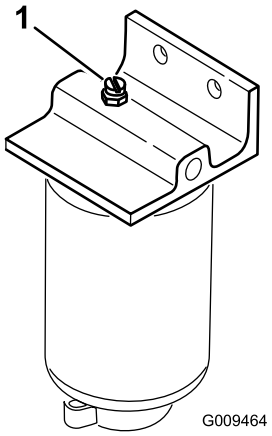

Figuur 41
3. Open de ontluchtingsplug op het brandstoffilter/waterafscheider (Figuur 41)